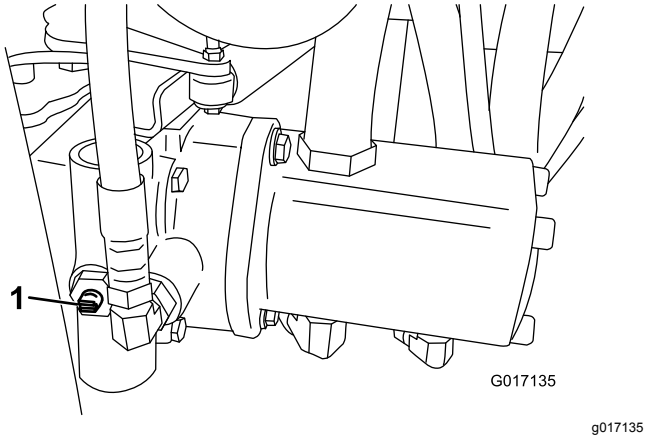

Figuur 31
1. Ga naar de omloopklep op de pomp en draai deze zodat de sleuf verticaal staat (Figuur 31).
2. Voordat u de motor start, moet u de omloopklep sluiten door deze zo te draaien dat de sleuf horizontaal staat (Figuur 31). U mag de motor niet starten als het ventiel open is.